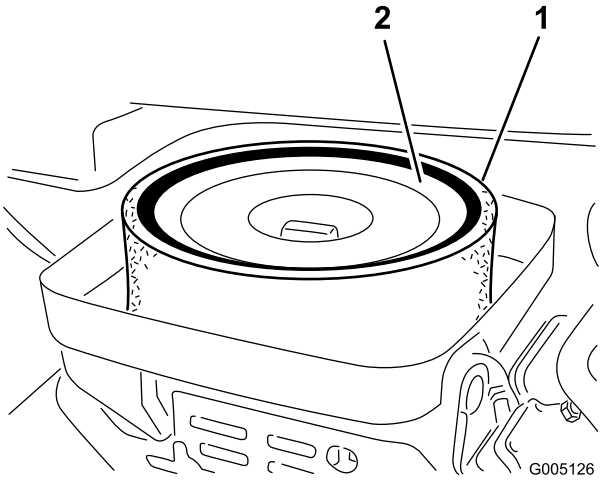

**Figure 42**
3. Si l'élément en mousse est encrassé, sortez-le de l'élément en papier (Figure 42). Nettoyez-le soigneusement comme suit :